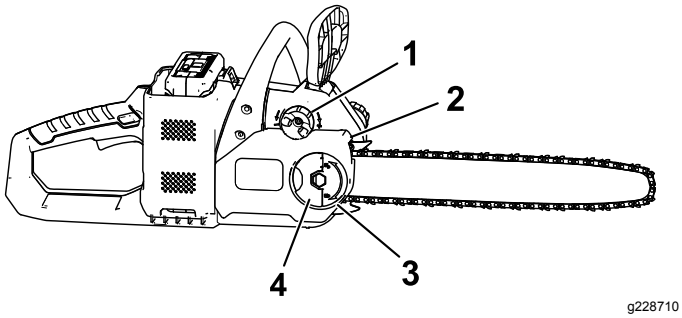

Figura 29
5. Apriete la tuerca de mariposa hasta que esté ajustada y cierre la pestaña (Figura 29).
2. Abra la pestaña de la tuerca de mariposa, y retire la tuerca de mariposa que sujeta la cubierta (Figura 29).
3. Afloje la cadena girando el tornillo de apriete de la cadena en sentido antihorario (Figura 29).